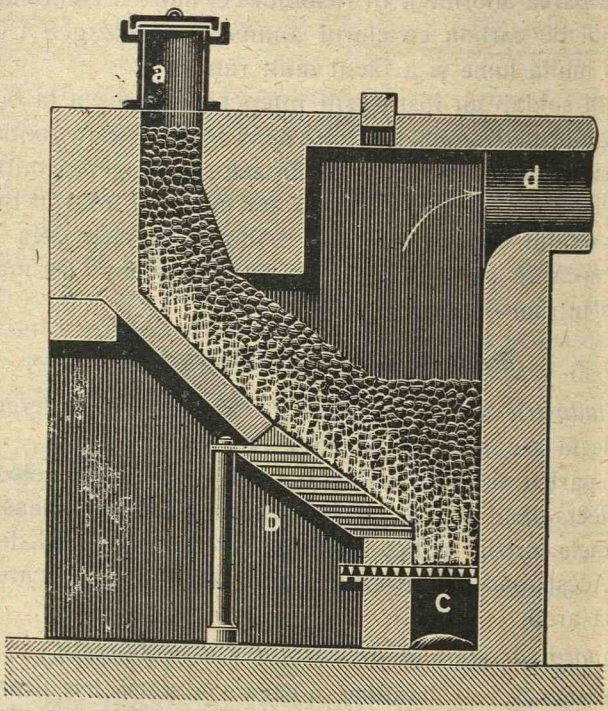

Fig. 91. Prepararea Oxidului de carbon prin arderea necomplectă a cărbunelui.
1) *In industrie* se fabrică *oxid de carbon* prin arderea necomplectă a carbonului în sobe potrivite, fig. 91.
Proprietăți chimice. Bioxidul de carbon nu arde și nu întreține arderea, după cum am văzut. Nu întreține nici viața. Poate produce moartea omului și a animalelor mari, când ocupă cel puțin 30% din volumul aerului. Cărbunele înroșit îl reduce în oxid de carbon fig. 91.